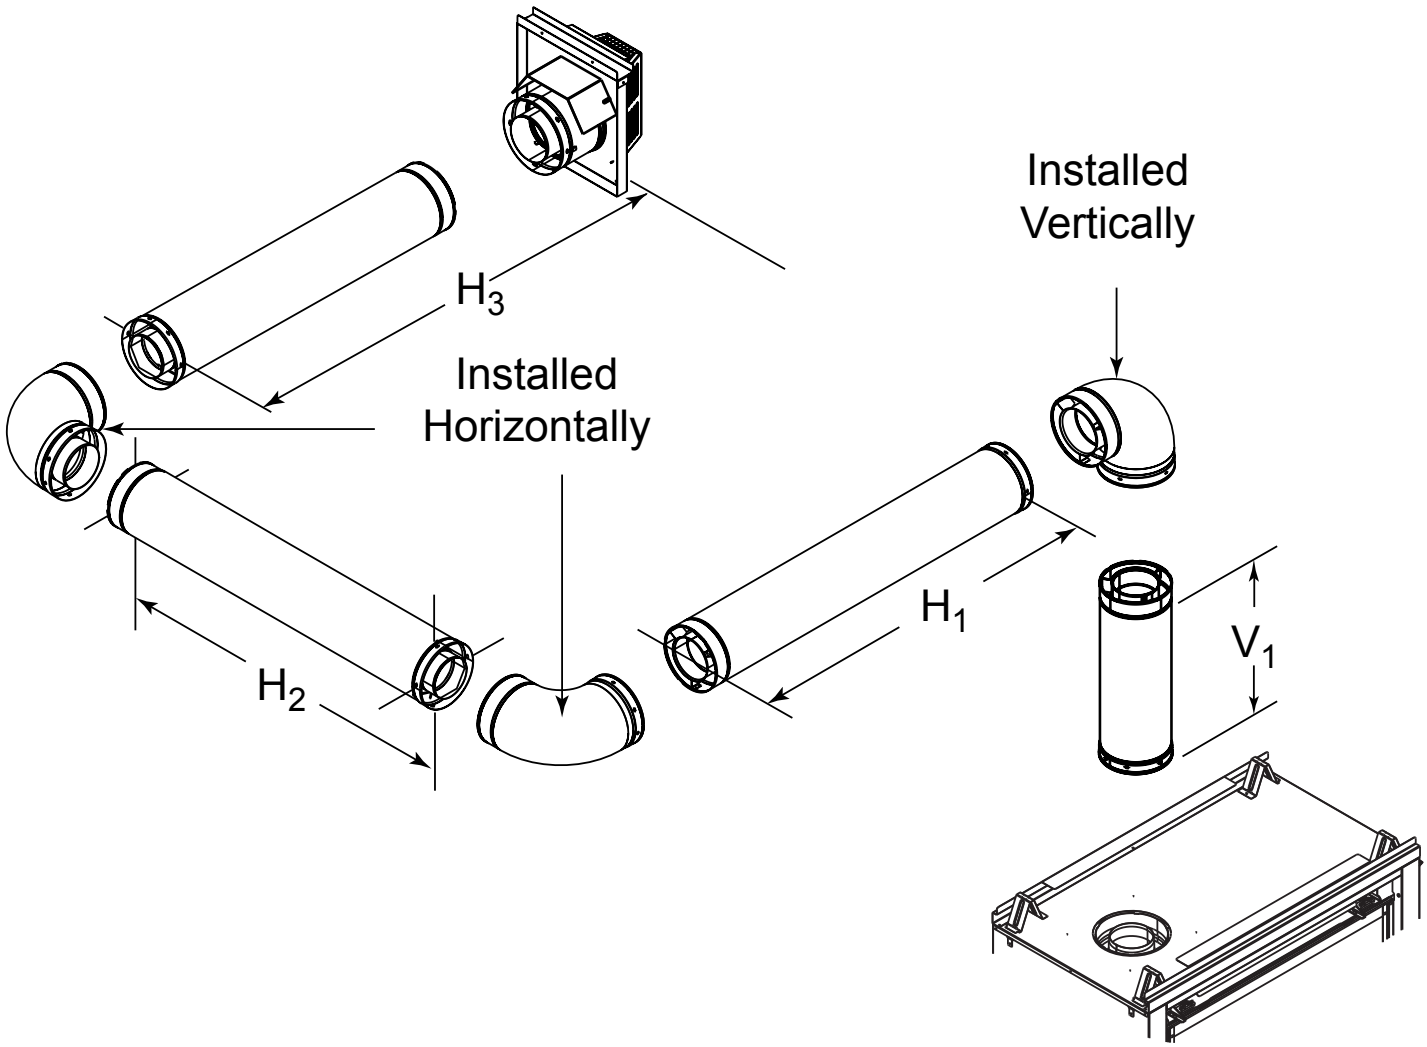

Figure 4.15
- A maximum of three 90º elbows (or six 45º elbows) may be used in any vent configuration. Some elbows may be installed horizontally such as in Figure 4.15.